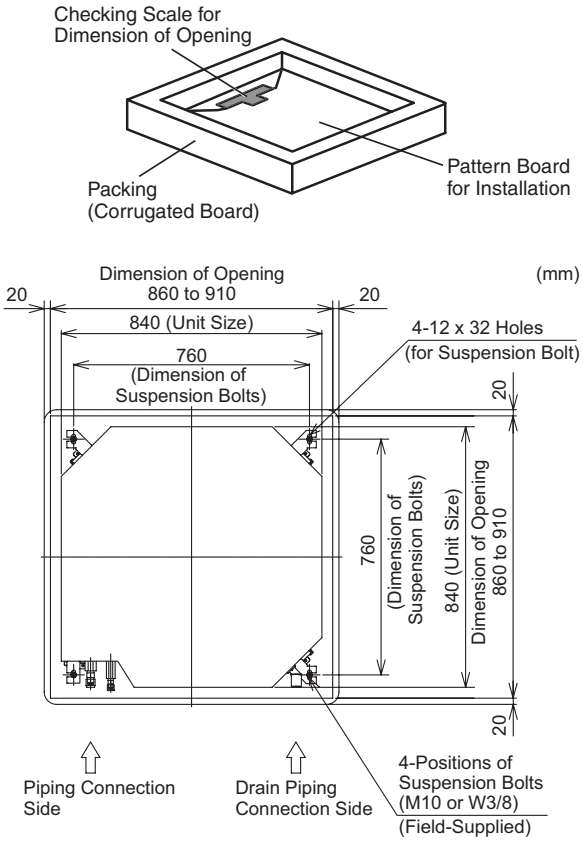

Fig. 4.3 Opening of False Ceiling and Suspension Bolts
(1) Determine the final location and installation direction of the indoor unit paying careful attention to the space for the piping, wiring and maintenance.
(2) Cut out the area for the indoor unit in the false ceiling and install suspension bolts, as shown in Fig. 4.3.
(3) Pattern Board and Checking Scale for Installation